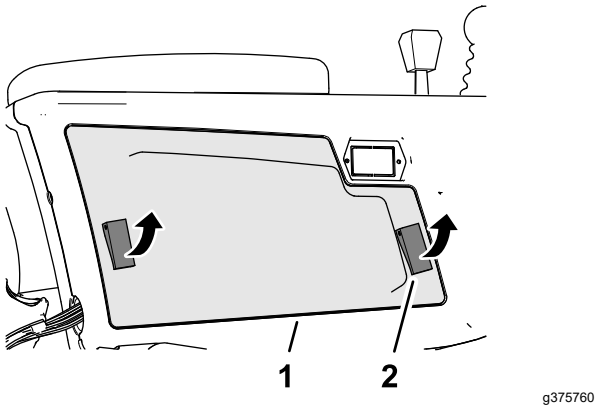

Figuur 129
2. Open de 2 vergrendelingen waarmee de kap van de bedieningsarm is bevestigd aan de bedieningsarm, en verwijder de kap (Figuur 129).